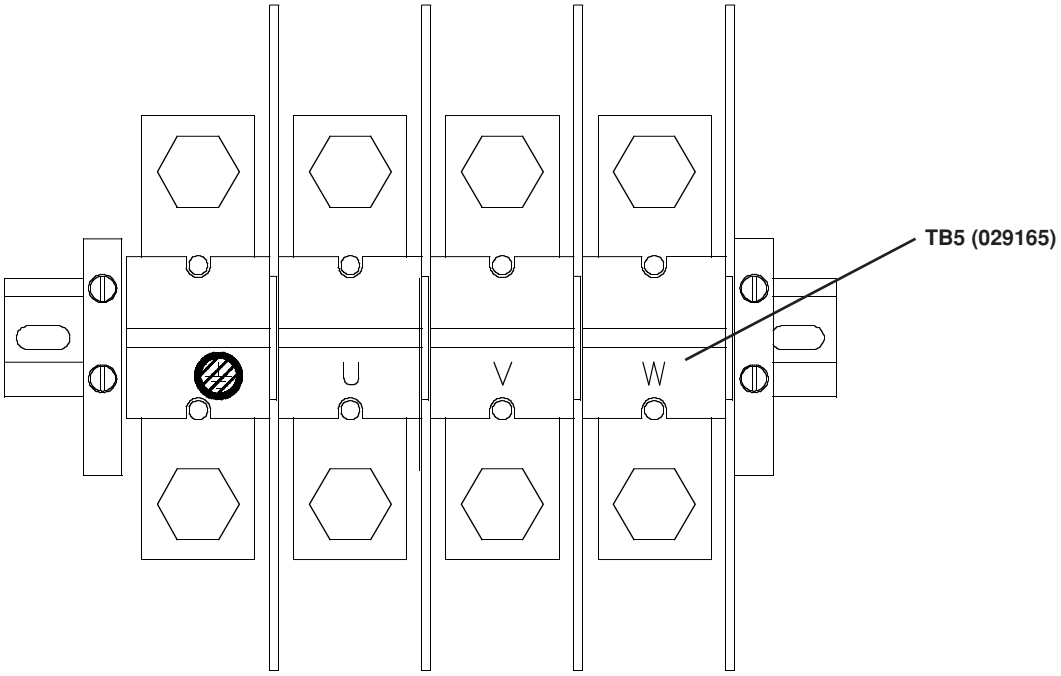

Figure d-3 Power Cable Connections to TB5
5. Connect the ground lead to terminal marked with the ground symbol at TB5 (see Figure d-3).